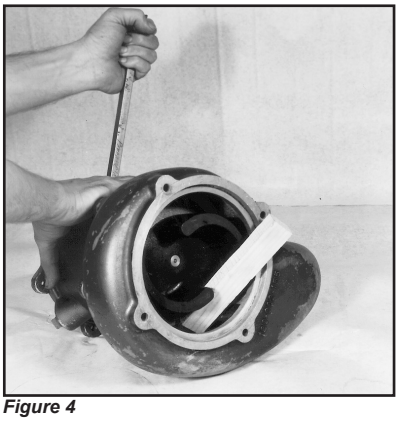

Figure 4
Remove the strainer assembly which is secured by the bottom four cap screws as well as the suction cover (items 63 and 14). This will allow access to the pump impeller. Insert a block of wood, the handle of a hammer, or similar between the impeller vane and the pump casing to prevent rotation (reference Figure 4). Turn the shaft counterclockwise via a drift pin inserted through a hole in the pump shaft to remove.